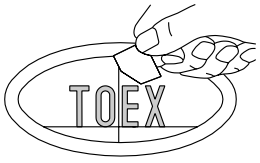

図7-4
❹裏紙をはがしネームシールがサインプレートからはがれないようにしっかり貼り付けてからセンターラインと水平ラインを消してください。（図7-4参照）